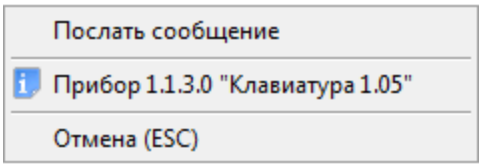

Рисунок 8-167 Контекстное меню для прибора "С2000-К"
- на пиктограмме прибора «С2000-К» и в контекстном меню (см. Рисунок 8-167) выбрать пункт «Послать сообщение»;